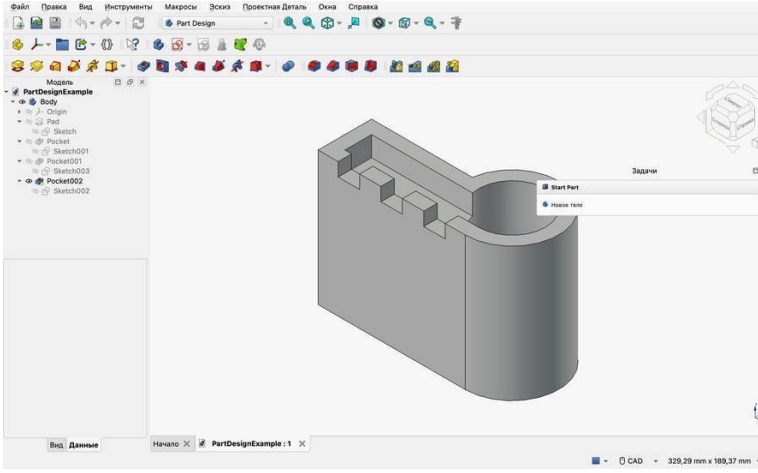

Рис. 1.5 — Встроенный пример PartDesignExample в окне программы
2. Откроется новая вкладка с деталью (рис. 1.5). Нажмите
Настройка «Система единиц измерения по умолчанию» действует на новые документы. У каждого открытого документа система единиц своя, и переключается она в правом нижнем углу окна. Снова откройте пример: там показан размер видимой области 3D-вида, на рис. 1.5 это 329,29 mm x 189,37 mm. Щёлкните по стрелке рядом с этой надписью: от-